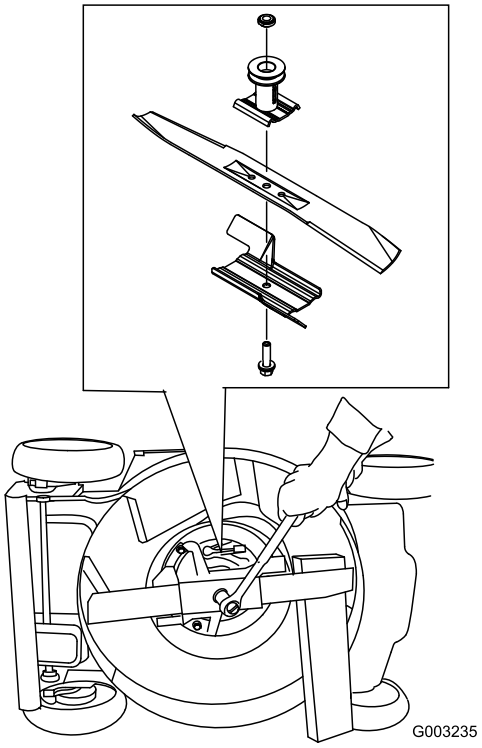

Figur 41
3. Använd en träkloss för att hålla bladet stadigt (Figur 41).